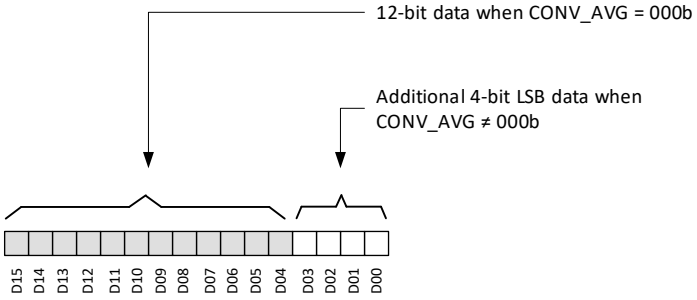

图 7-5. Magnetic Sensor Data Definition
The X, Y, and Z magnetic sensor data are stored in the X_CH_RESULT, Y_CH_RESULT, and Z_CH_RESULT registers, respectively. The 12-bit ADC output is stored in 16-bit result registers in 2's complement format as shown in 图 7-5. With fastest conversion (CONV_AVG = 000b), the ADC output loads the 12 MSB bits of the 16-bit result register along with 4 LSB bits as zeros. With CONV_AVG ≠ 000b, all the 16 bits are used to store the results. With DATA_TYPE = 00b, the 16-bit magnetic sensor data can be accessed through regular 32-bit SPI read. Use 方程式 1 to calculate the measured magnetic field.
- D_i is the data bit as shown in 图 7-5.